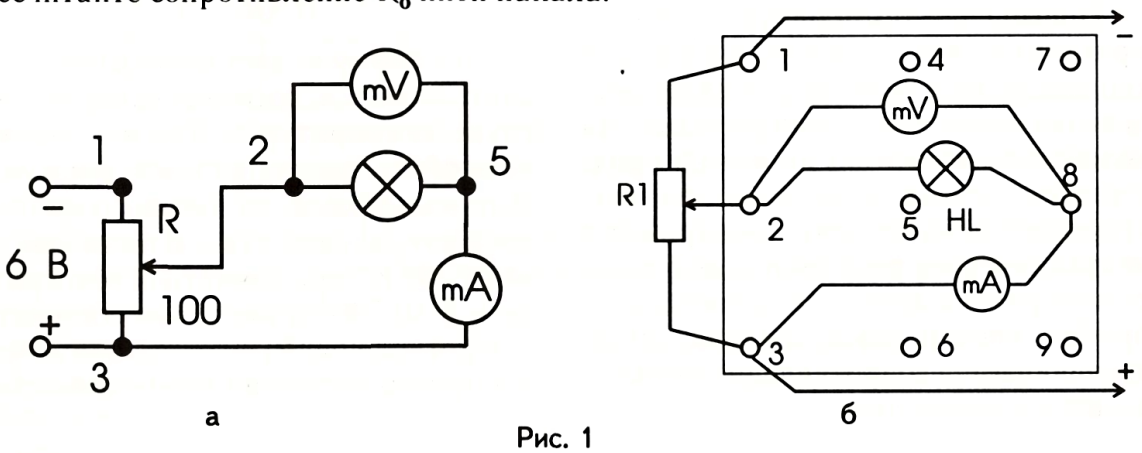

Рис. 1
1. Соберите электрическую цепь по рис. 1. Используйте в ней миллиамперметр с пределом измерения до 5 мА и милливольтметр – до 50 мВ.
Использованная установка (рис. 1) при напряжении на лампе 7–9 В позволяет проверить справедливость закона излучения абсолютно черного тела – закона Стефана-Больцмана, согласно которому мощность излучения нагретого тела пропорциональна абсолютной температуре в четвертой степени: $\mathbf{W=\sigma T^4}$.